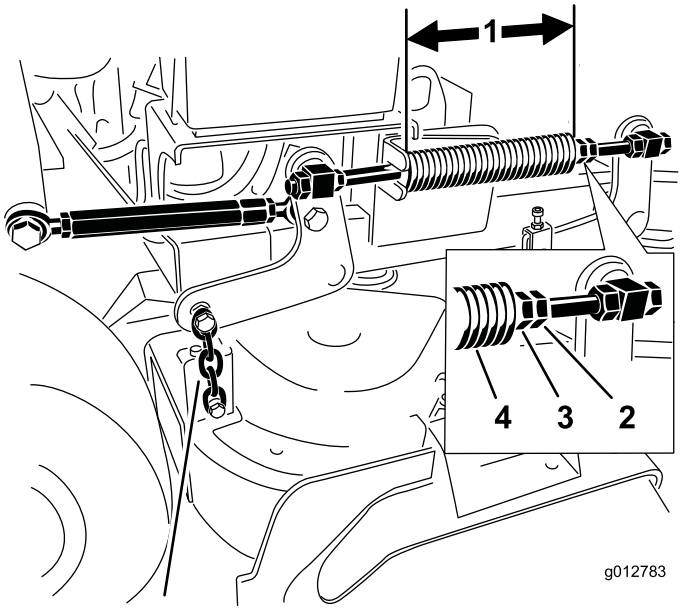

Figuur 89
2. Controleer de lengte van de drukveer. De nominale lengte bedraagt 28,2 cm voor maaidekken van 91,4 cm en 25,7 cm voor maaidekken van 101,6 cm (Figuur 89).
3. U kunt deze afstand instellen door de contramoer van de veer los te draaien en vervolgens te draaien aan de moer op de voorkant van elke veer (Figuur 89).
4. U borgt de moer in deze stand door de contramoer van de veer vast te draaien (Figuur 89).